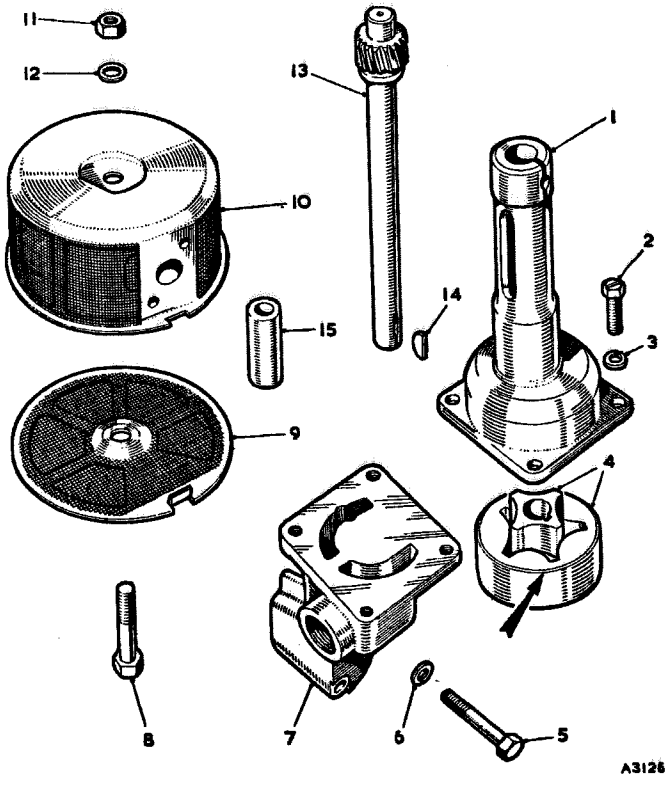

Fig. Aa.3
(1) Lubricate all parts with clean engine oil.
(2) Ensure that the outer rotor is installed in the pump body with its chamfered end (see Fig. Aa.3) at the driving gear end of the rotor pocket in the pump body.
(3) After reassembling check the pump for freedom of action.